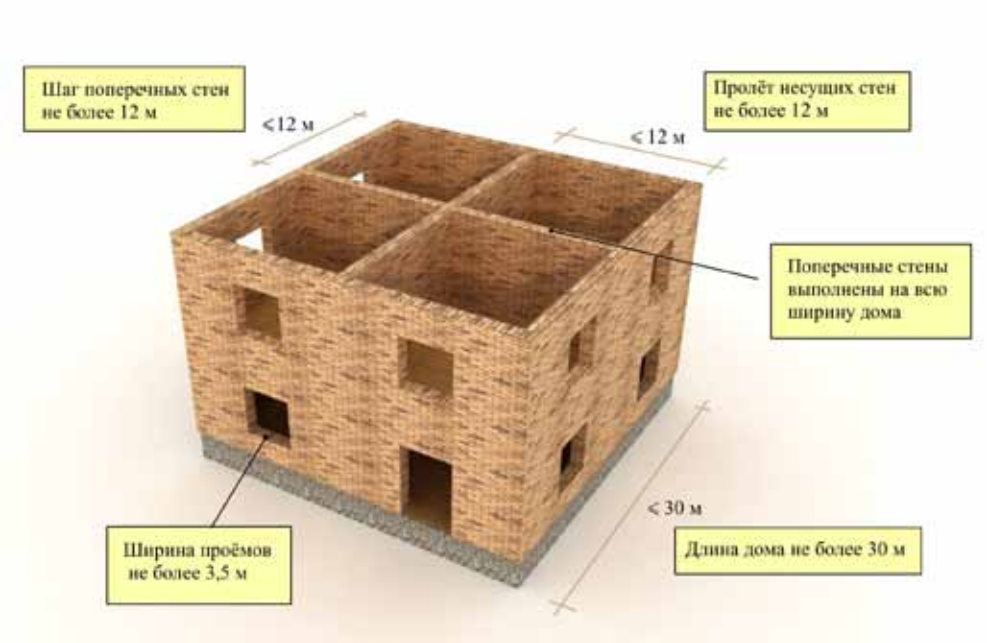

Рис. 3.1. Предельные параметры дома из жженого кирпича при сейсмичности площадки 7 баллов
- при следующих параметрах (таблица 3.1) и (рис. 3.1 – 3.3):